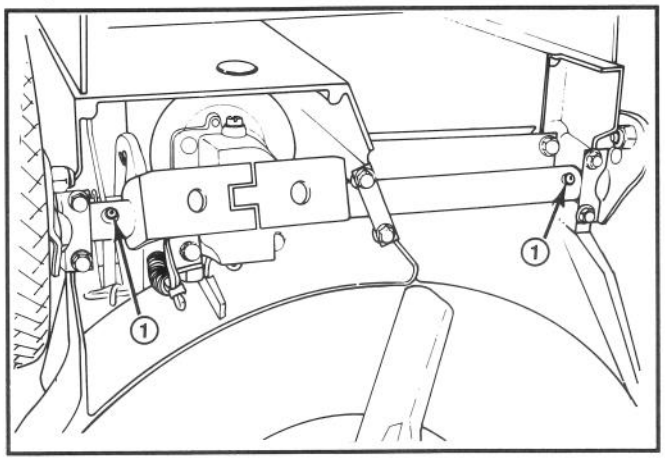

Afbeelding 26
2. Leg de maaier op zijn linkerzijkant. Veeg de smeerpunten met een schone doek af (Afb. 26). Zet de vetspuit op de punten en pomp 1 à 2 maal zachtjes. Gebruik #2 Multi Purpose Lithium Base smeerolie.